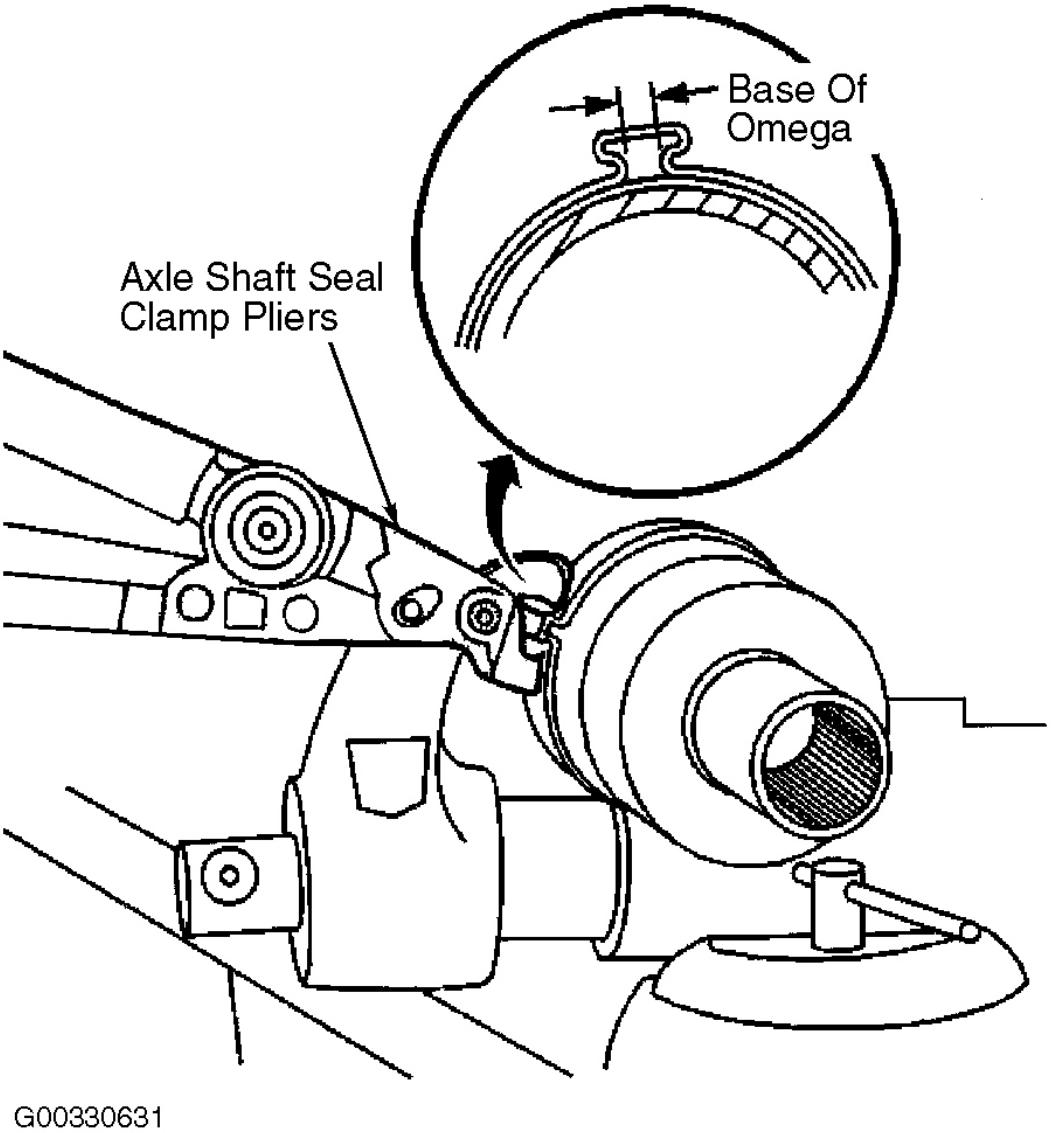
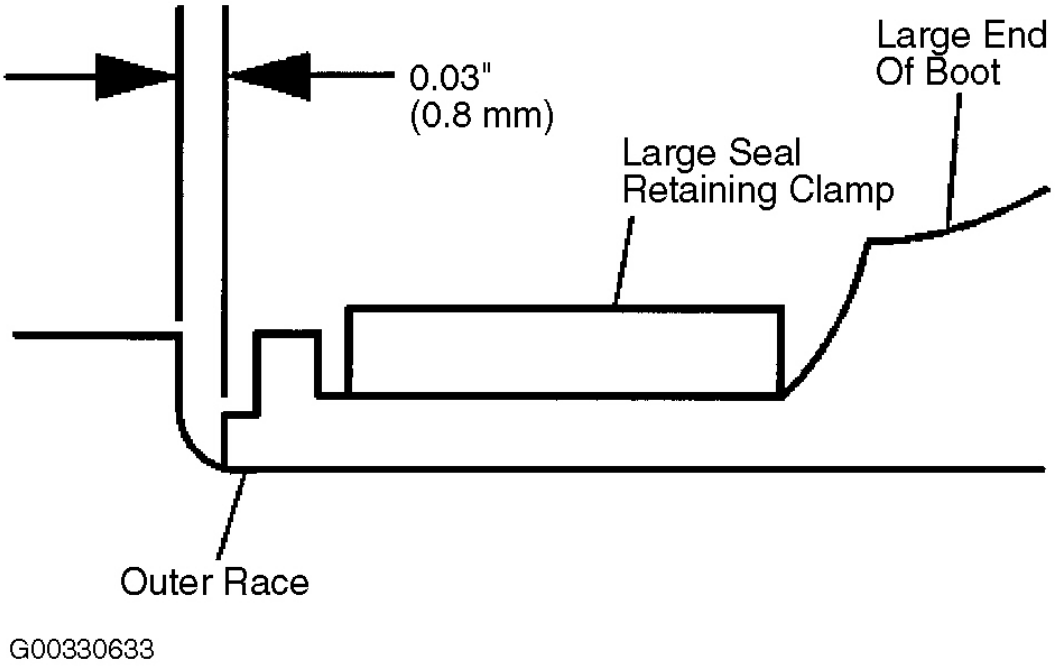

Fig. 11: Identifying Proper Gap Width Of Crimped Boot Clamp (Large Clamp Shown; Small Clamp Is Similar)
Fig. 12: Positioning Axle Shaft Large Boot Retaining Clamp
23. Crimp the small boot retaining clamp using the axle shaft boot clamp pliers. See **Fig. 11** . Tighten the small seal retaining clamp until the base of the omega (ohms) shape has a gap width (1) between 0.079-0.118" (2-3 mm), with a difference in the gap width from side-to-side no greater than 0.016" (0.4 mm). The clamping hold time must be no less than 2 seconds.
24. Measure the distance (1) between the end of the seal and end of the joint outer race. Adjust the plunging motion of the joint to 8.82-8.98" (224-228 mm).
26. Position the boot and large retaining clamp to the joint outer race. See **Fig. 12** . Measure the distance (1) between the edge of the seal and the edge of the joint outer race last groove closing edge. Adjust fit to 0.03" (0.8 mm).
29. Crimp the large boot retaining clamp using the axle shaft seal clamp pliers. See **Fig. 11** . Tighten the large seal retaining clamp until the base of the omega (ohms) shape has a gap width (1) between 0.079-0.118" (2-3 mm), with a difference in the gap width from side-to-side no greater than 0.016" (0.4 mm). The clamping hold time must be no less than 2 seconds.
23. Crimp the small boot retaining clamp using the axle shaft seal clamp pliers. See **Fig. 11** . Tighten the small seal retaining clamp until the base of the omega (ohms) shape has a gap width (1) between 0.079-0.118" (2-3 mm), with a difference in the gap width from side-to-side no greater than 0.016" (0.4 mm). The clamping hold time must be no less than 2 seconds.
24. Measure the distance (1) between the end of the seal and the end of the joint outer race. Adjust the plunging motion of the joint to 8.82-8.98" (224-228 mm).
26. Position boot and large retaining clamp to the joint outer race. See **Fig. 12** . Measure the distance (1) between the edge of the seal and the edge of the joint outer race last groove closing edge. Adjust fit to 0.03" (0.8 mm).